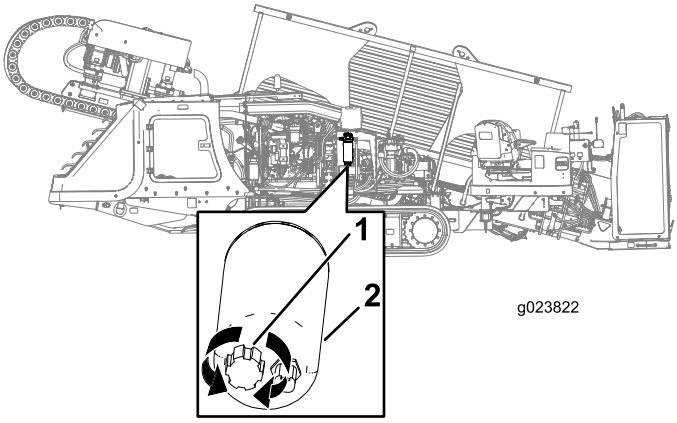

Rysunek 93
3. Umieścić miskę spustową pod głównym filtrem paliwa (Rysunek 93).
4. Obrócić zawór spustowy na spodzie głównego filtra paliwa o 2 lub 3 obroty w lewo i spuścić wodę oraz osady z filtra paliwa (Rysunek 93).